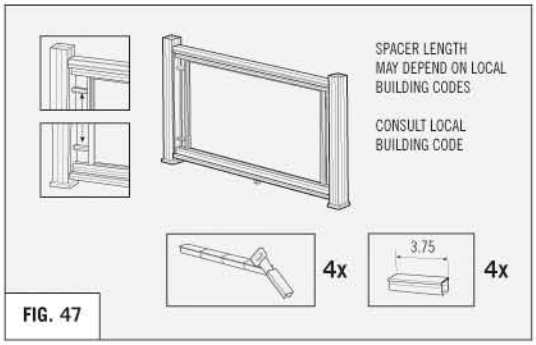

FIG. 47
10. Cut and install spacers . **(REFER TO FIG. 47)**